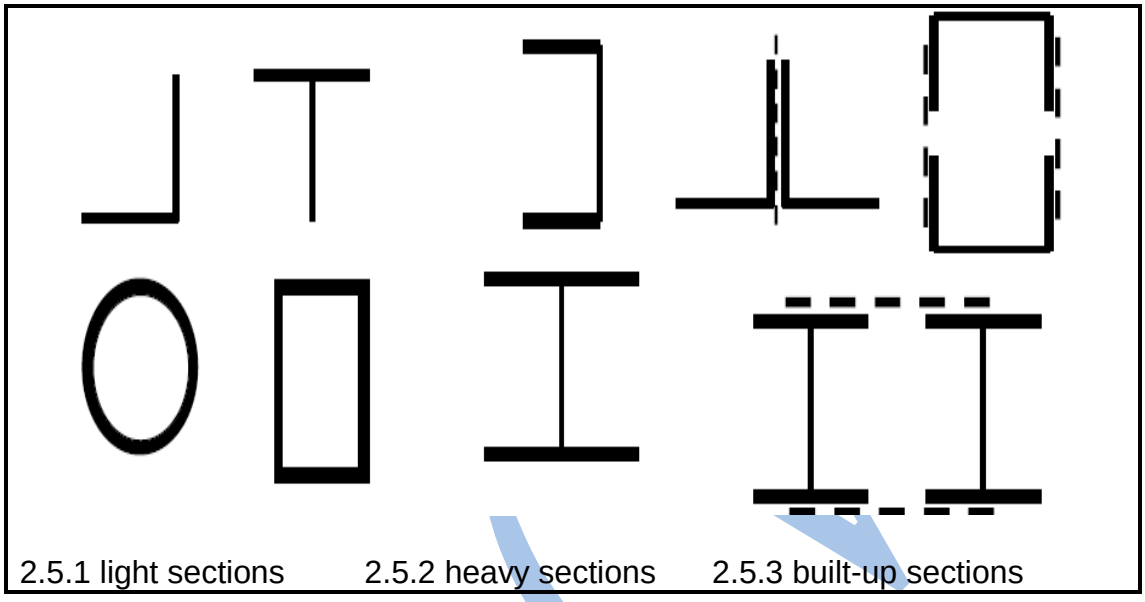

**FIGURE 5** (3 × 3) (9)
2.5 The members of trusses are made of either rolled steel sections or built-up sections depending on the span length, intensity of loading, etc. FIGURE 5 shows three categories, namely light, heavy and built-up sections.